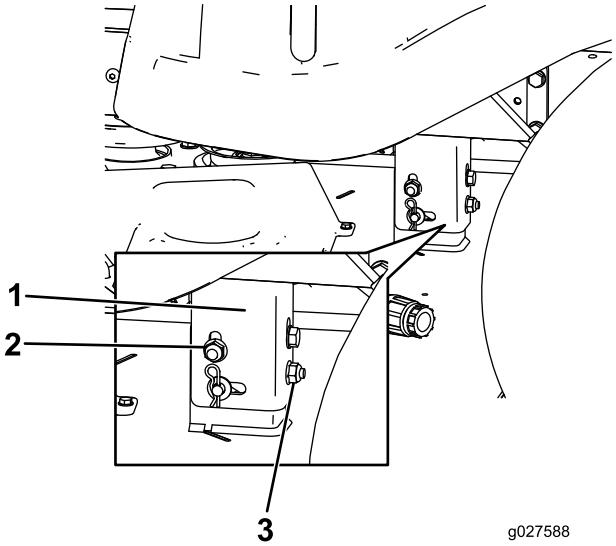

Figur 59
8. Hæv eller sænk den venstre side af plæneklipperskjoldet ved at dreje den bageste møtrik (Figur 59).